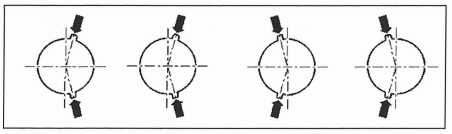

FIG. 9
- con una lima cuadrada adecuada (no más de 2mm de ancho), recortar las ranuras de posicionado de alojamiento de captador de sistema de ayuda al estacionamiento en el parachoques, talcomo se indica **(fig. 9)**.